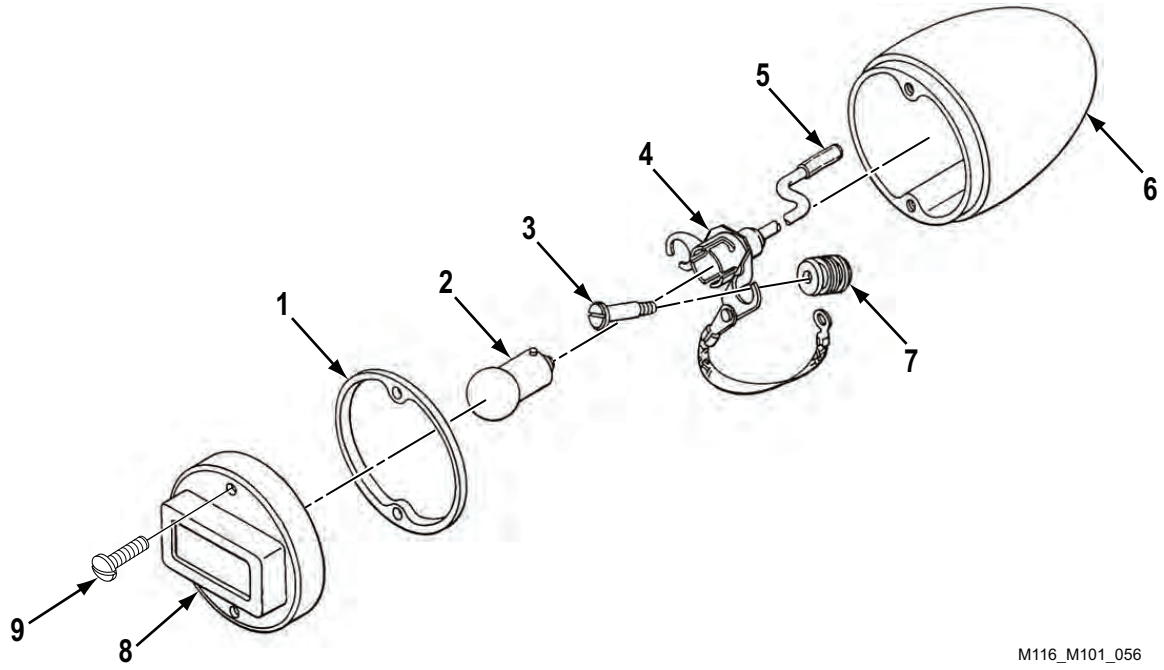

Figure 4. Blackout Stoplight Assembly.
1. Install two grommets (Figure 4, Item 7) in housing (Figure 4, Item 6).
2. Install socket (Figure 4, Item 4), connect terminal (Figure 4, Item 5), and install two screws (Figure 4, Item 3) in housing (Figure 4, Item 6).
3. Install lamp (Figure 4, Item 2) in socket (Figure 4, Item 4) by pushing in and turning clockwise.
4. Install new gasket (Figure 4, Item 1), lens retainer (Figure 4, Item 8), and two screws (Figure 4, Item 9).